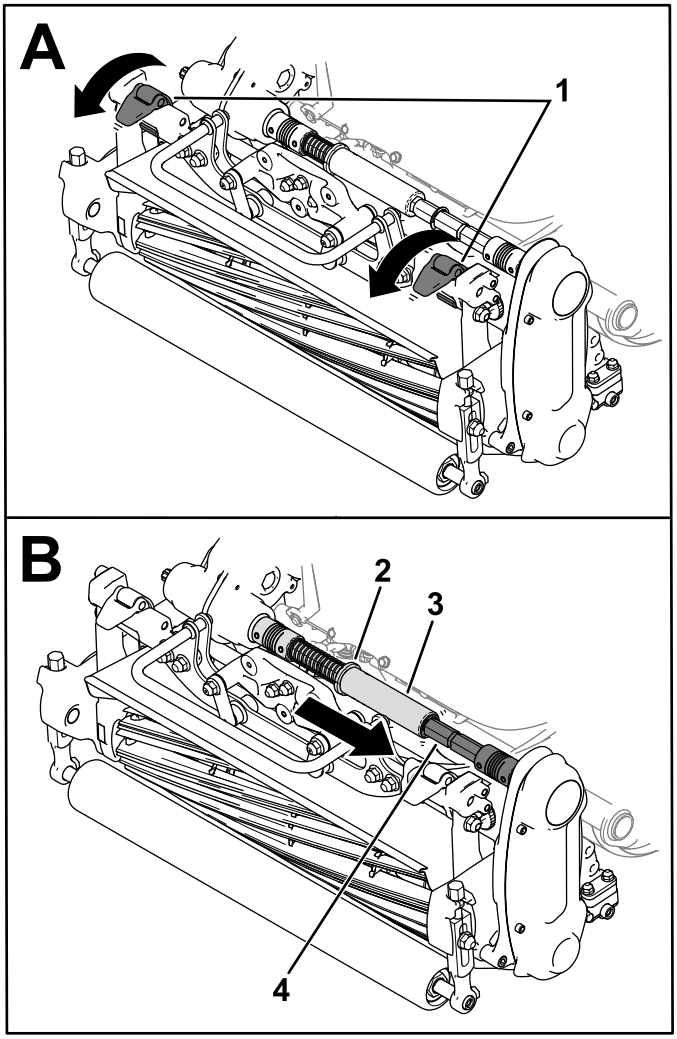

Figuur 27
3. Verplaats de vergrendelingen omlaag om het maaidek aan de machine te bevestigen (Figuur 27).
4. Verplaats de kraag uit de groef van de transmissiekoppelingsas en steek de zeskantige buis in de as van de maaidekkoppeling (Figuur 27).